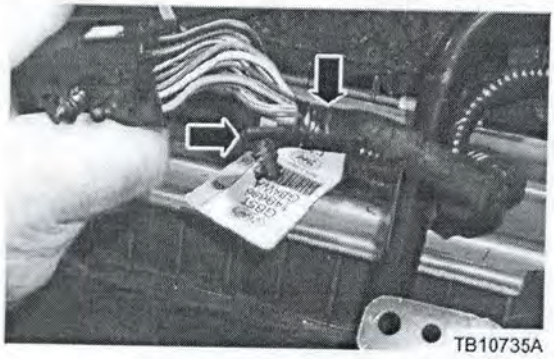

Figure 2 - Article 15-0113
5. On the male side of both connectors where the wiring harness is taped to the harness pushpin retainers, remove the retaining tape and the harness pushpin. Discard the pushpin. (Figure 2)